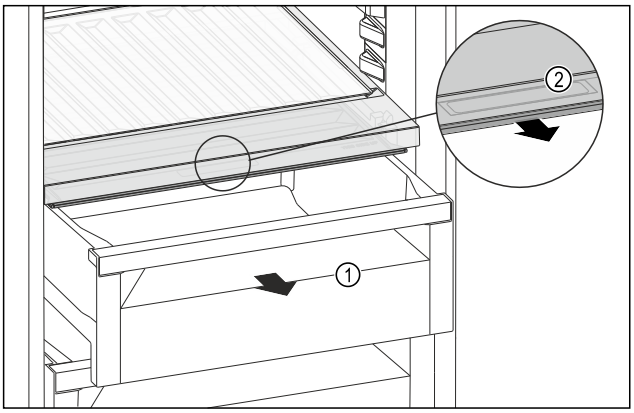

*Fig. 148*
▶ Zásuvku *Fig. 148 (1)* vytáhněte.
▶ Uchopte prohlubeň pro rukojeť *Fig. 148 (2)* na víku zásuvky a současně zatáhněte za víko zásuvky směrem dopředu.